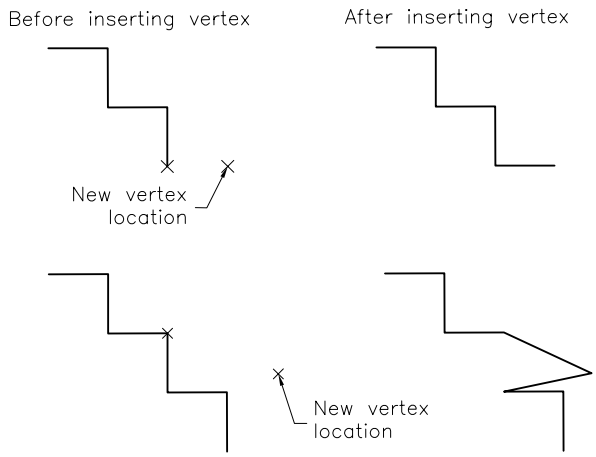

Figure 19-13 *Using the* ***Insert*** *option to define new vertex points*
Insert Option. The **Insert** option is used to define a new vertex and add it to the polyline (Figure 19-13). You can invoke this option by entering I for Insert. You should invoke this option only after you have moved the marker (X) to the vertex after which the new vertex is to be added. The new vertex is inserted immediately after the vertex with the X mark. After you invoke the **Edit Polyline** tool, the prompt sequence for using the **Insert** option will be as follows: